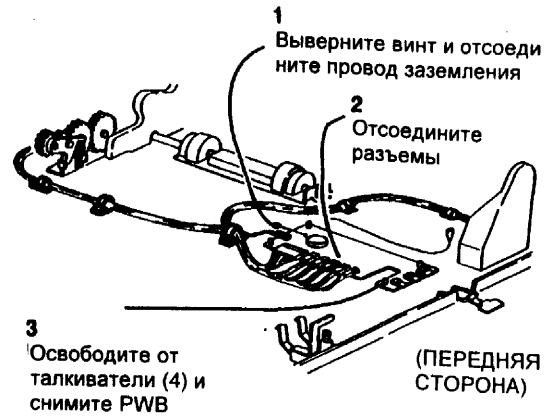

Рис. 1 Снятие PWB транспортировки бумаги
6. (Рис. 1) Снимите PWB транспортировка бумаги.